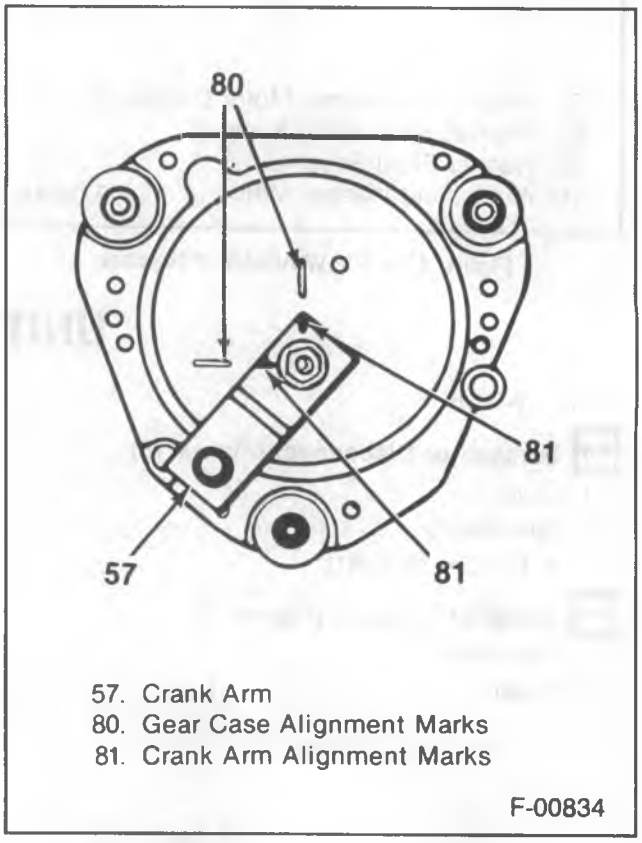

Figure 21—Park Alignment — P Models
- Refer to figures 21 and 22 for proper crank arm position.
Remove or Disconnect (Figures 21 and 22)
Install or Connect (Figures 21 and 22)